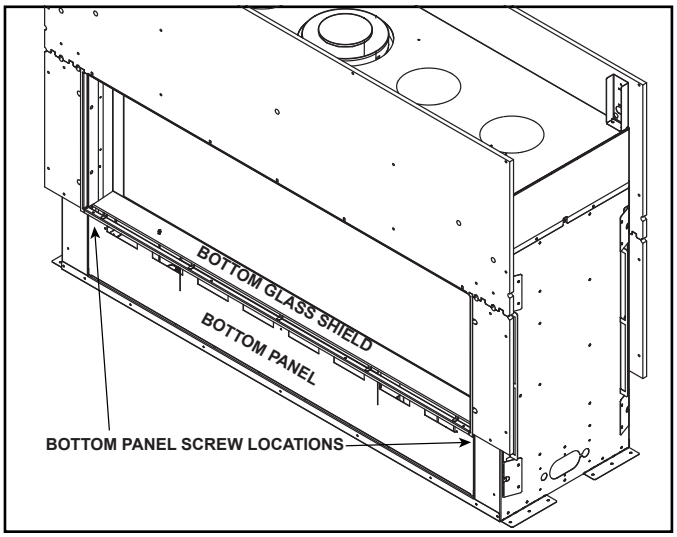

**Figure 8.1 Bottom Panel Location**
1. Remove bottom panel by removing two screws. Screw locations are shown in Figure 8.1. After removing two screws, gently lift the panel and pull forward, avoiding contact with the non-combustible board if possible.